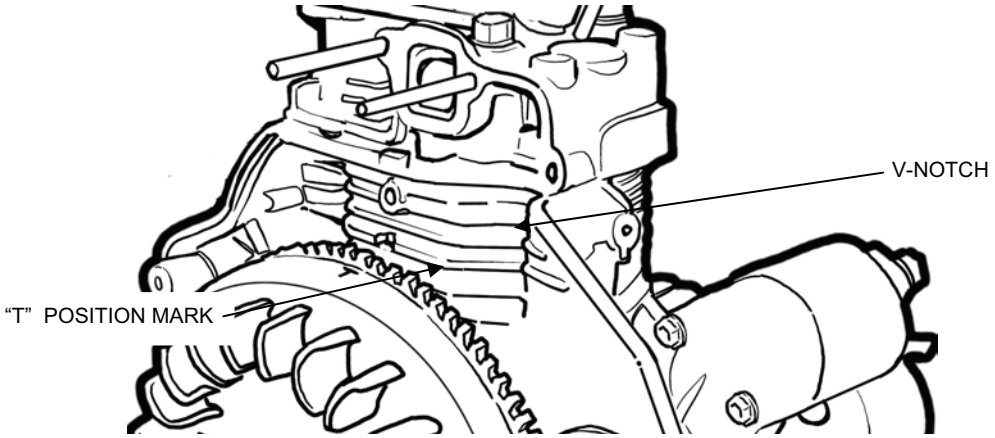
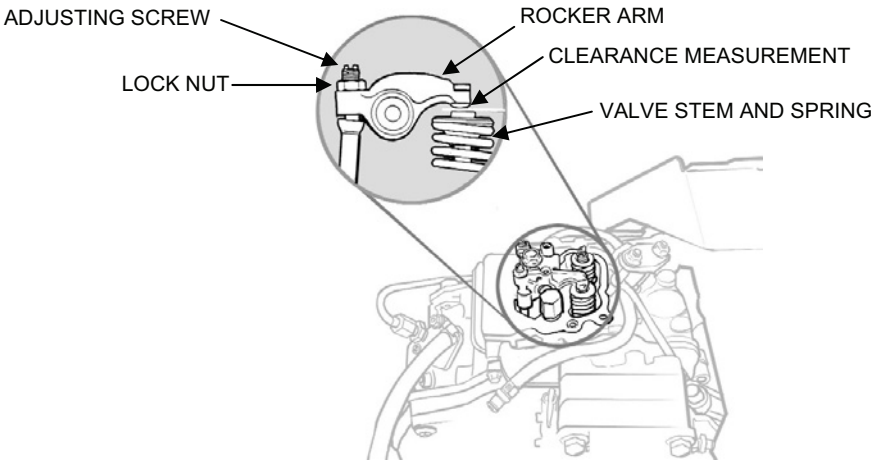

Figure 20. Setting the Crankshaft to Top Dead Center.
Figure 21. Intake/Exhaust Valve Clearance Adjustment.
Check/adjust the intake and exhaust valve clearances as follows (see Figure 20 and Figure 21):
1. Turn the flywheel by hand in the direction of least resistance until the “T” position mark on the flywheel lines up with the V notch on the cylinder body fin (see Figure 20). This places the engine crankshaft at T.D.C. (Top Dead Center). In this position, one of the valve rocker arms will have pressure on it and the other will not.